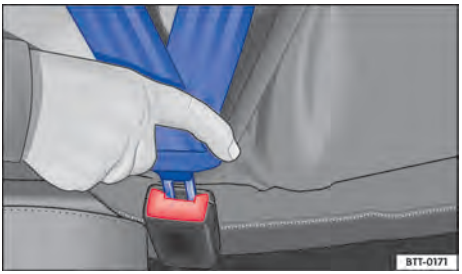

Fig. 60 Introduzir a lingueta do cinto de segurança no fecho do cinto de segurança.
- Introduzir a lingueta do fecho firmemente no fecho do cinto de segurança pertencente ao assento ⇒ Fig. 60.